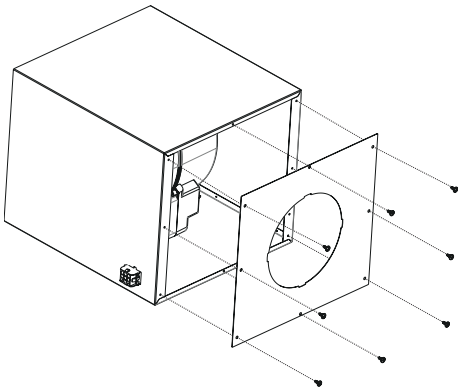

Fig. 22
6. Afmontér dækpladen på motorkabinettets indgang ved at skrue de 8x 3,5x6,5 skruer af(Fig. 22).